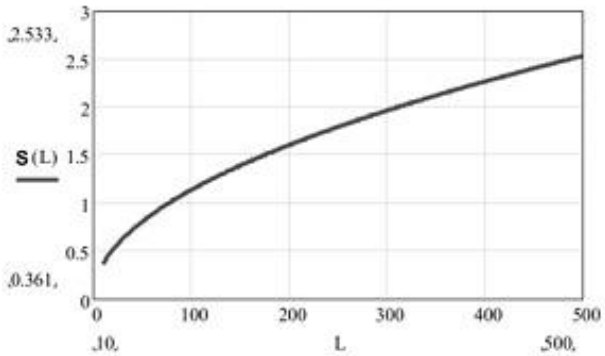

Рис. 4.2
4.1.3 Максимальная ширина «2S» ЧЗ на открытом участке зависит от расстояния между БПРД и БПРМ, определяется как 2×***S(L)*** по ориентировочному графику (см. рис. 4.2) при L равном расстоянию между БПРД и БПРМ. Ширина ЧЗ на конкретном отрезке определяется по тому же графику, но при L равном удвоенному расстоянию до ближайшего блока. На графике обозначено: *L* –расстояние между БПРД и БПРМ.
4.1.4 При выборе высоты установки необходимо учесть, что при приближении к БПРД (БПРМ) вдоль оси, ЧЗ «сужается» как показано на рис. 4.2. БПРД и БПРМ размещаются на выбранной высоте (для приземного варианта размещения рекомендуется 0,5…1,4 м) от поверхности земли.